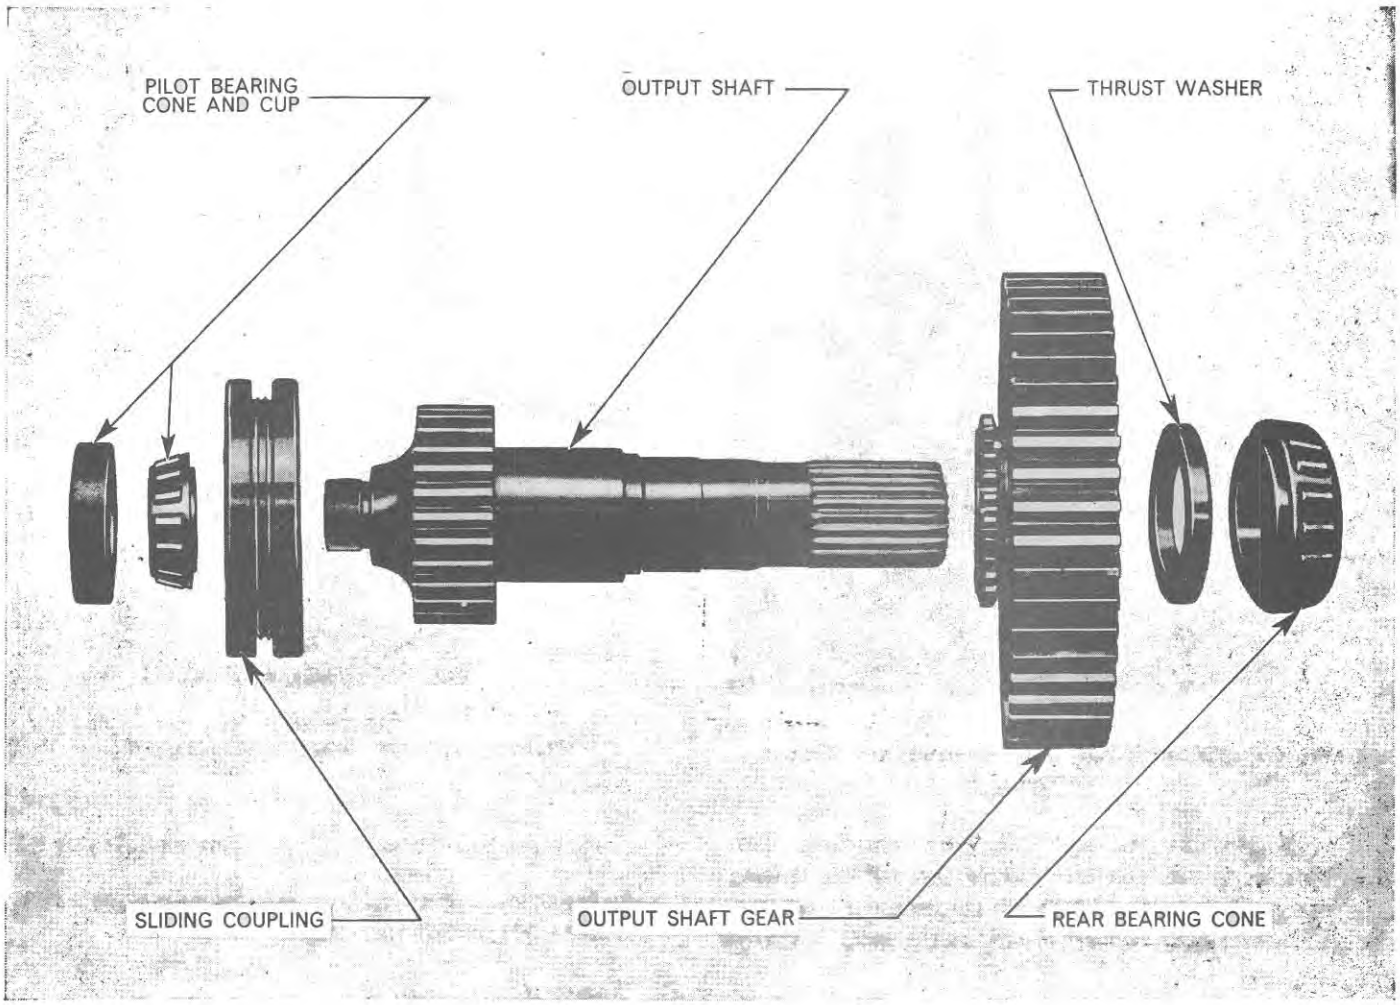
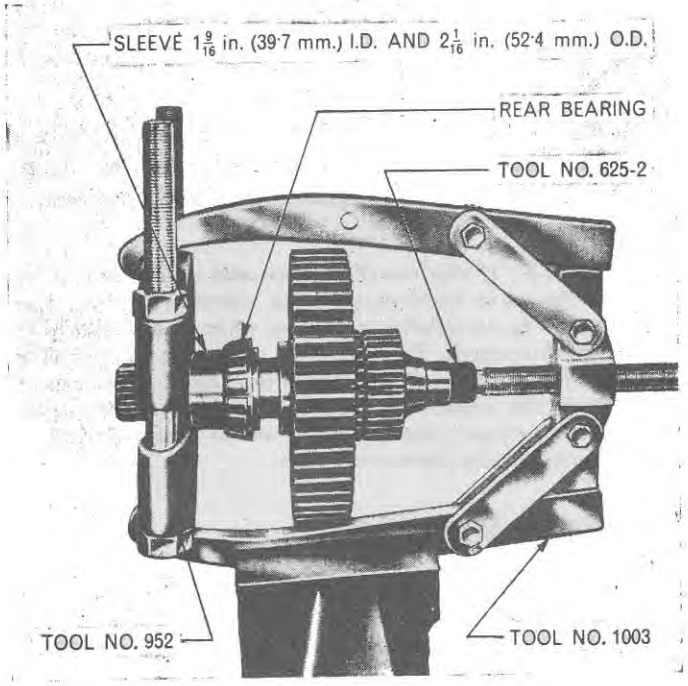

Figure 34
Figure 36
1. Examine the output shaft assembly, Figure 34, for wear or damage. To renew any defective parts, use
3. Assemble the output shaft gear so that the dog-teeth on the gear adjoin the dog-teeth integral with the shaft, Figure 34. Install the steel thrust washer aligning the flats on the washer with those on the output shaft. Pull the bearing into position using Tools Nos. 1003, 952, 625-2 and suitable sleeve $1\frac{9}{16}$ in. (39·7 mm) I.D. and $2\frac{1}{16}$ in. (52·4 mm) O.D. of convenient length, Figure 36.